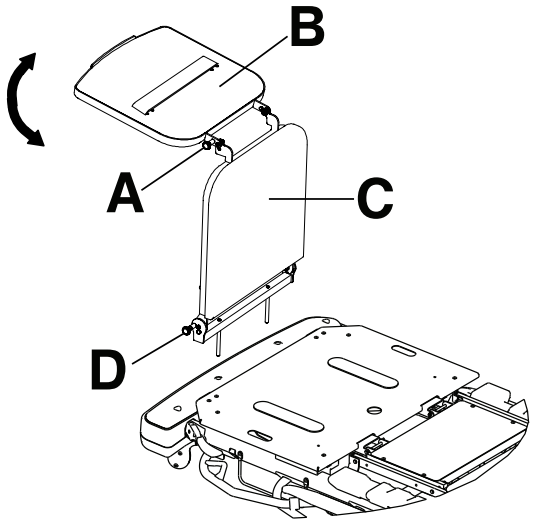

Figura 7 – Vassoio del defibrillatore/prolunga poggiapiedi
1. Estrarre il pomello superiore (A) (Figura 7).
2. Fare ruotare il vassoio del defibrillatore (B) finché non è orizzontale al di sopra del lato piedi del prodotto. Rilasciare il pomello superiore (A). Assicurarsi che il vassoio del defibrillatore sia bloccato in posizione.
Conversione del vassoio del defibrillatore/prolunga poggiapiedi in prolunga poggiapiedi (Figura 7)